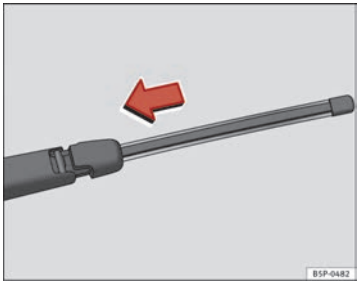

**Fig. 169 Fitting the rear window wiper blade** ▶
– Place the blade as shown in the ⇒ Fig. 169 and slide the adapter along until it engages.